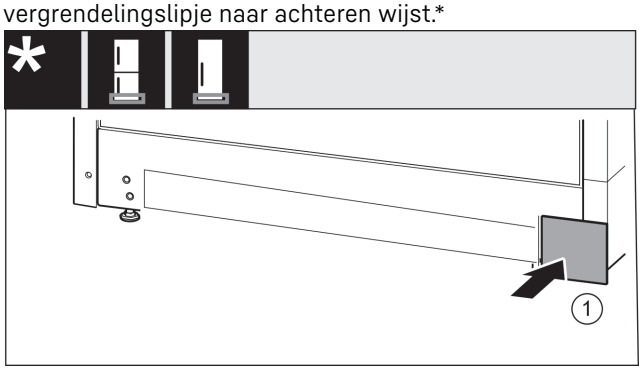

Fig. 23
- ▶ Afdekking *Fig. 23 (1)* van de andere zijde weer er in steken.